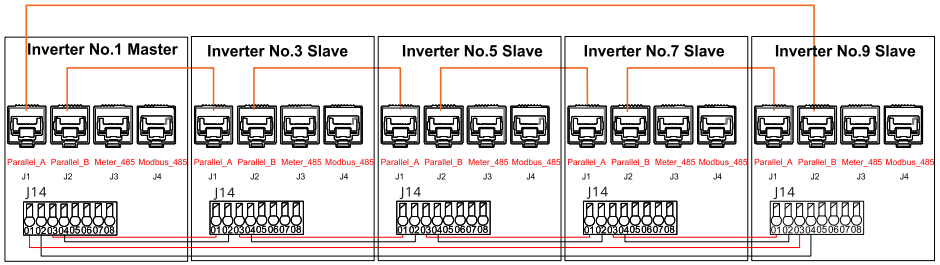

Figure 4.5 Parallel Communication Connection Diagram
b) Please check whether the parallel cable connection is correct as shown in Figure 4.5.